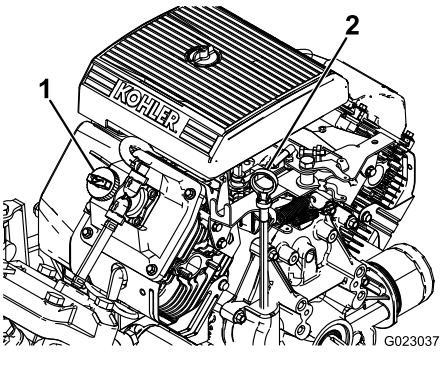

Figuur 37
2. Verwijder de peilstok en veeg deze af met een schone doek (Figuur 37). Steek de peilstok in de buis. Let erop dat de peilstok er volledig in schuift. Haal de peilstok eruit en controleer het oliepeil.
3. Als het oliepeil te laag is, moet u de vuldop losmaken van het klepdeksel (Figuur 37) en voldoende olie bijvullen totdat het peil de Vol-markering op de peilstok bereikt. Vul de olie langzaam bij en controleer daarbij veelvuldig het peil. Niet te vol vullen.
8. Giet ca. 80% van de gespecificeerde hoeveelheid olie langzaam in de vulbuis (Figuur 37).